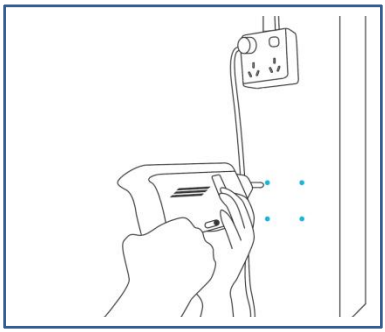

Fig.4.
4、Drill four holes into the marked locations. Make sure your mounting area is structurally sound and free from obstruction.See the(Fig.4.)